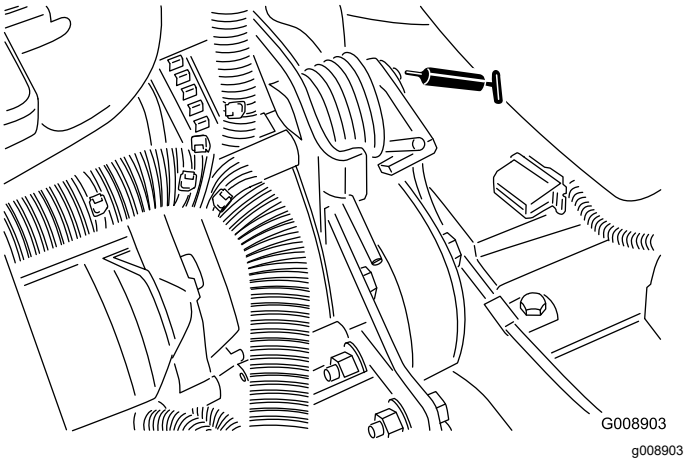

Figur 60
- Remspændingsdrejetap (Figur 60)